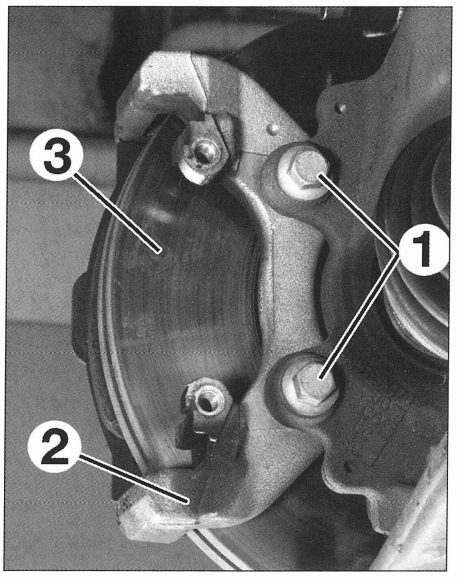

FIG. 12
- los tornillos del soporte de la pinza (1) (fig. 12).
- el soporte de pinza (2).